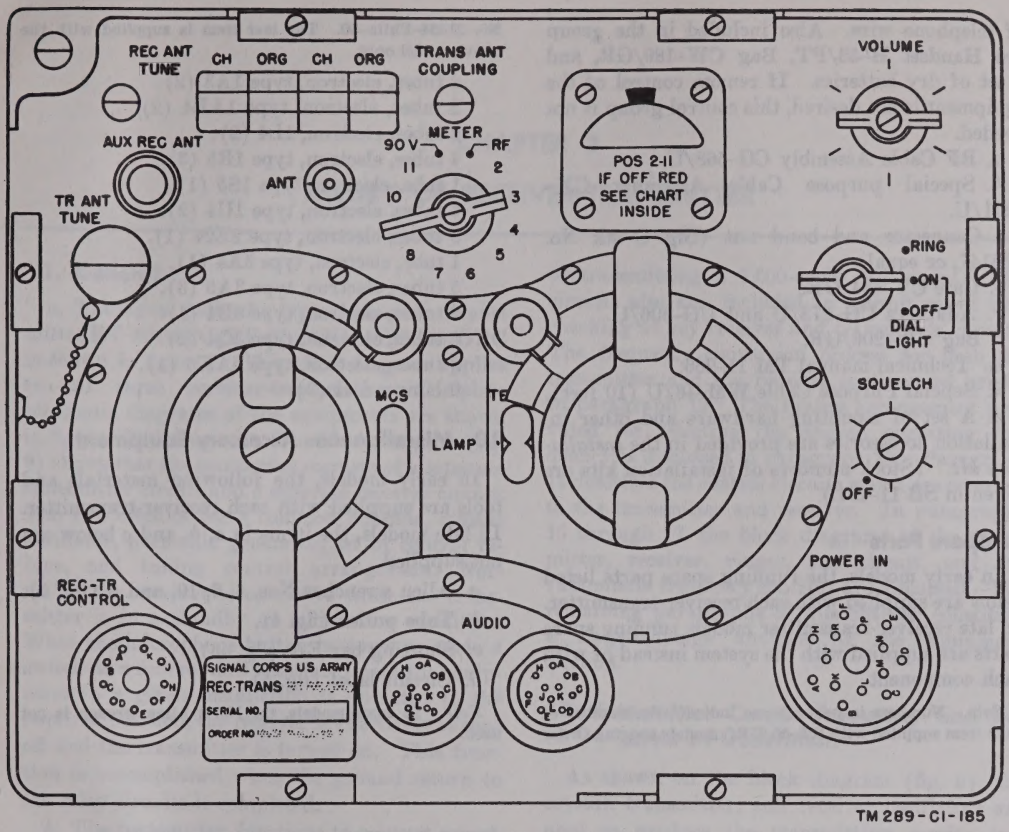

Figure 8. Typical receiver-transmitter, panel controls and connectors.
7. Controls, Instruments, and Connectors (fig. 8)
All operating controls, built-in test instruments, and external connectors appear on the front panel of the receiver-transmitter. The following chart lists the controls, instruments, and connectors and indicates their functions. Note that the chart and figure 8 apply equally to all three receiver-transmitters.